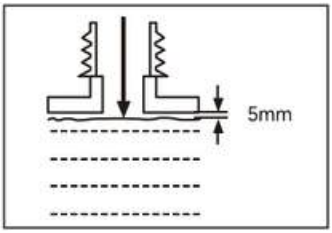

rys. 7
4. Wlej odpowiednią ilość paliwa do zbiornika. Pozostaw minimum 5 mm odstępu między górą paliwa a wewnętrzną krawędzią zbiornika, aby umożliwić rozszerzanie się (rys. 7).